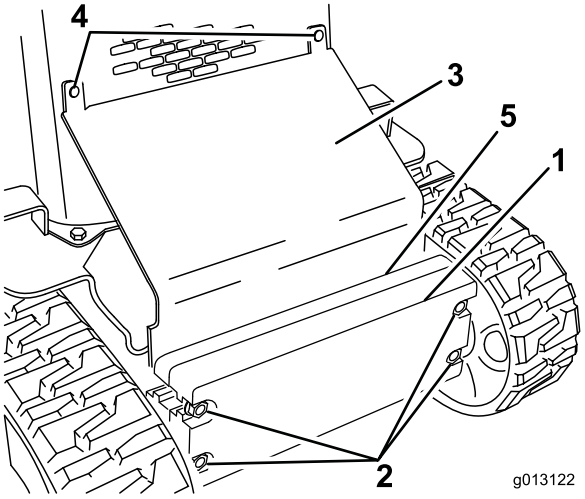

Figur 26
2. Lossa bultarna som fäster vikterna (Figur 26)
3. Ta bort vagnsbultarna och muttrarna som håller fast lutningsplattan (Figur 26).
10. Skjut in lutningsplattan mellan ramen och vikterna, och fäst den på framskärmens galler med de vagnsbultar och muttrar som du tog bort tidigare (Figur 26).
11. Dra åt bultarna som håller fast de främre vikterna (Figur 26).